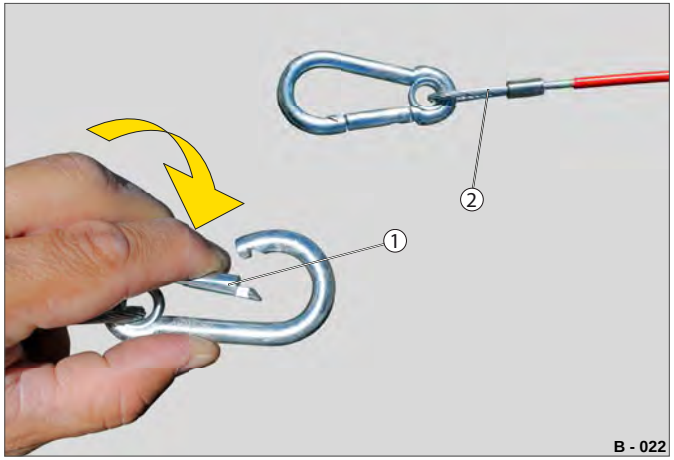

Fig. 20 Sikkerhedswire med karabinhage
▶ Tryk snaplåsen (Fig. 20 /1) i karabinhagen ind.